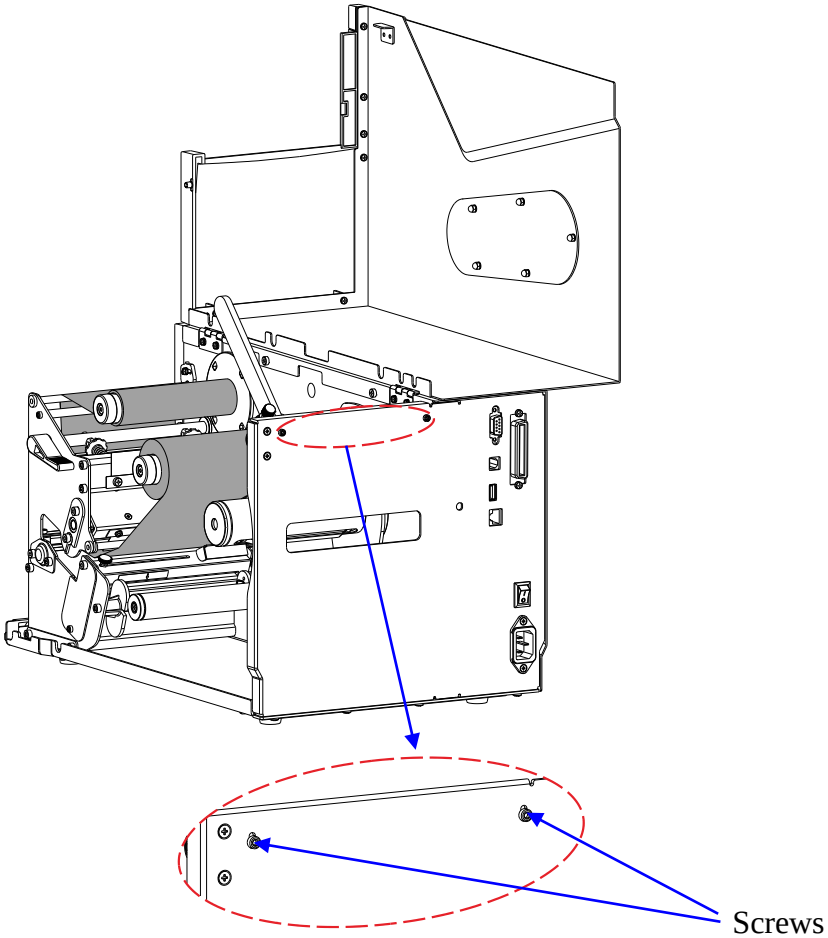

Figure 2-14 Adjusting the position of the Media Roll Guide Stopper
2. Adjust the position of the Media Roll Guide Stopper. Refer to Figure 2-14. Loosen (do not remove) the two screws securing the Media Roll Guide Stopper, and then move the Media Roll Guide Stopper upwards until it's stopped, and then fasten the two screws. This will give the media roll guide more room to rotate so as to be able to reach (no touch) the thinner 1.5″ core